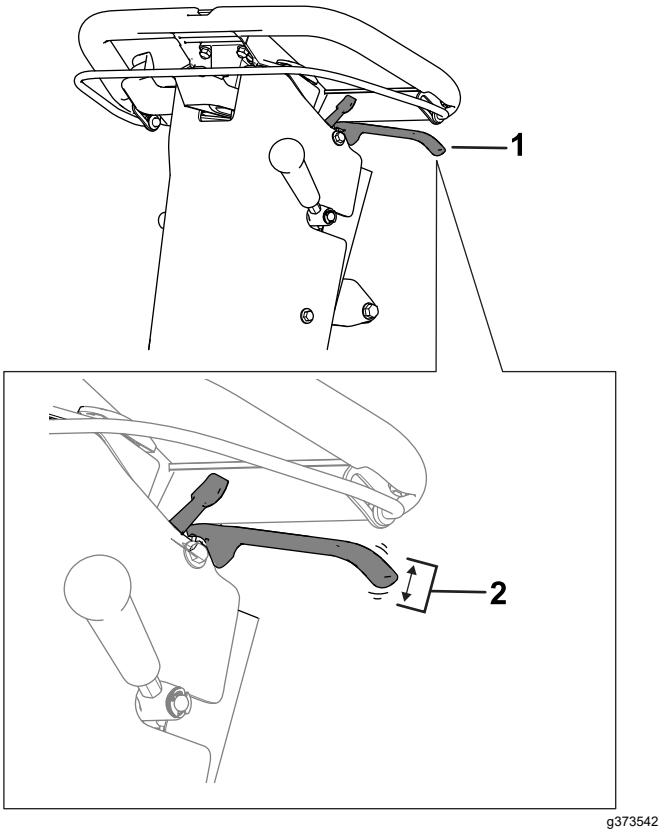

Figur 32
2. Mät det fria spelrummet i änden av parkeringsbromshandtaget (Figur 32).